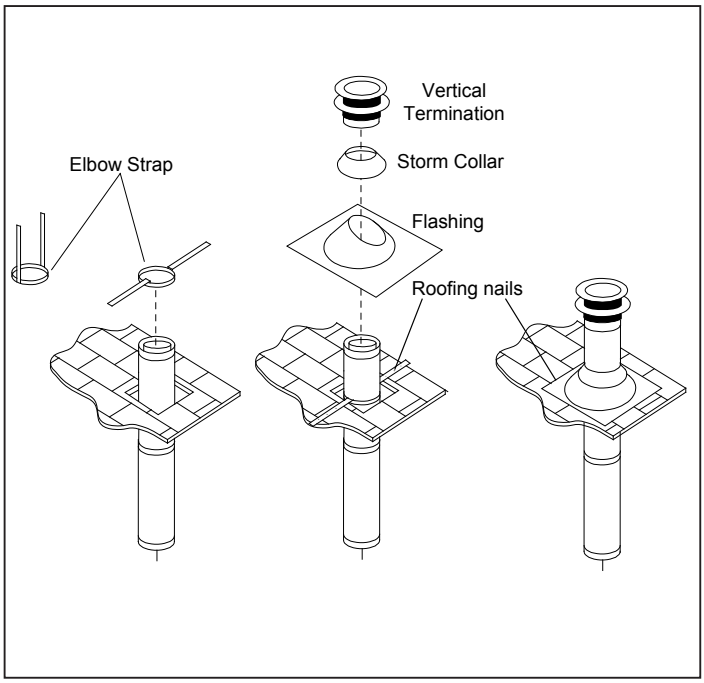

Figure 57. Vertical Vent Termination
Step 4. Measure roof pitch. Select the proper flashing and storm collar and determine the height above the roof (see Figure 57). A non-corrosive pipe material must be used for all exterior pipe lengths. Seal nail heads with silicone.